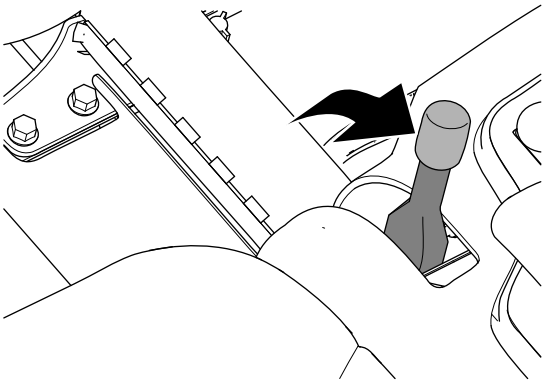

Figur 33
2. Aktiver parkeringsbremsen (Figur 33).